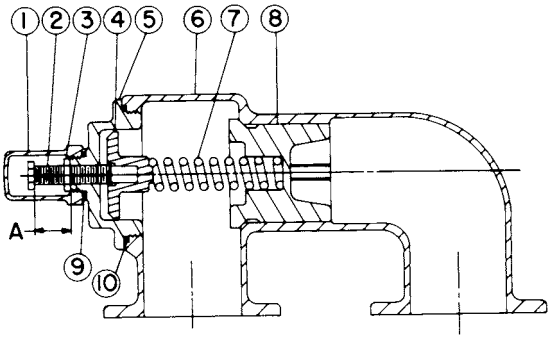

FIGURE 12
2. Measure and record length of extension of adjusting screw. **Refer to "A" on Figure 12.**